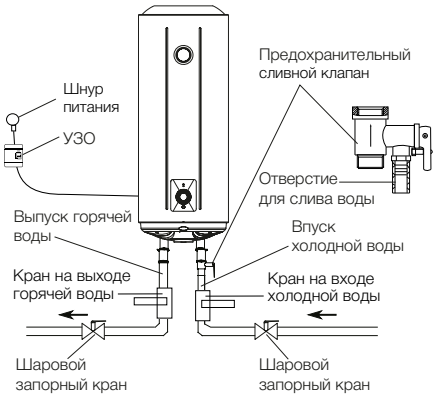

Рис. 4
3. Предохранительный обратный клапан следует устанавливать в месте входа воды (см. рис. 4).